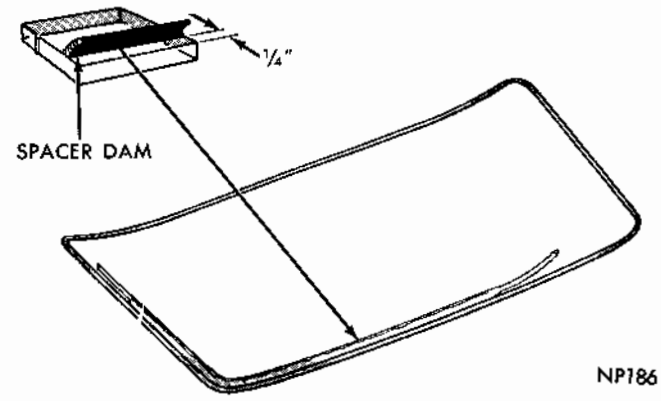
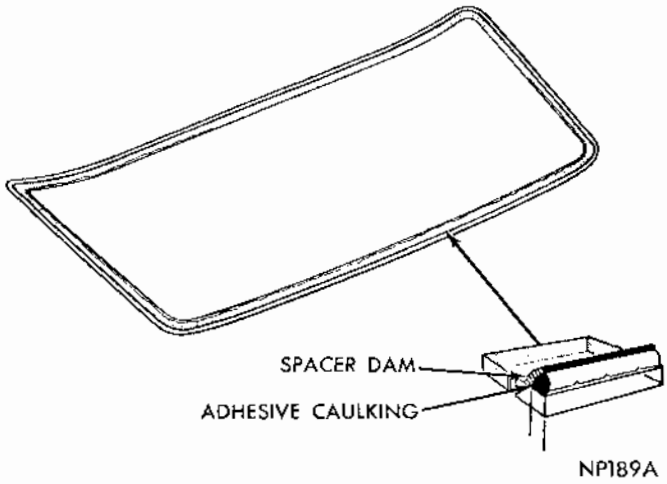
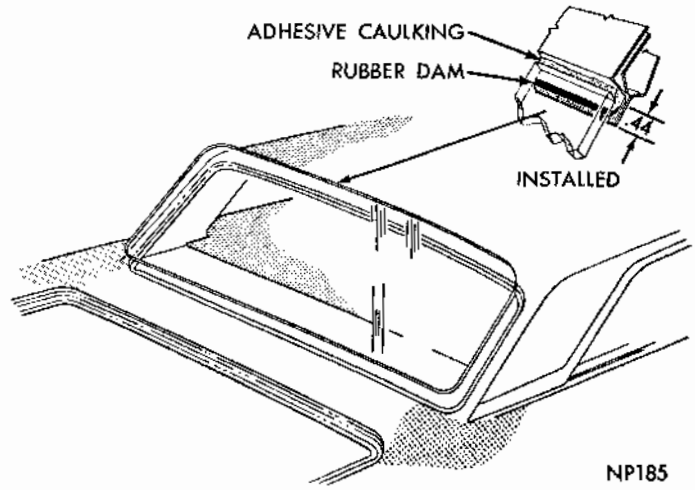

Fig. 2 Spacer Dam Installation
Fig. 3 Adhesive Application to Glass
Fig. 4 Window Installation
(2) Inspect rubber spacers in window reveals when replacement of spacers is required, make certain they are positioned in the exact areas removed from.
(3) Install spacer dam 1/4 inch from edge and positioned so it leans toward edge on glass inner suface (Fig. 2).
(4) Attach suction cups to glass outer surface and position glass in opening.
(5) Inspect relationship of glass to fence completely around opening. The spacer dam should fold under and create a cushion for the glass to rest on. The glass to body fence overlap (0.30 inch minimum) should be equal across the top and sides. Use waterproof shims under spacers to obtain required overlap.
(6) Apply a piece of masking tape over each side of glass and roof extensions. Slit tape vertically at edge of glass so when glass is installed, tape on glass can be aligned with tape on body.
(7) Remove glass from opening and place on a protected surface, with inside surface up.
(10) Insert adhesive tube into a standard household caulking gun, install nozzle on end of tube, and puncture adhesive seal at nozzle.
(11) Apply a smooth continuous 3/8 inch bead of adhesive on glass between glass edge and spacer dam (Fig. 3).
(12) When positioning glass in opening, alignment must be exact to prevent necessity of moving glass after adhesive contacts fence.
(13) With an assistant and using suction cups on glass **align tape on glass with tape on body, make certain glass will set on rubber spacers and install glass in opening (Fig. 4).**
(14) Press glass **lightly** to adhere adhesive to fence flange.
(15) Run a flat wooden or fiber tool around entire edge of glass to force adhesive into opening between edge of glass and reveal.
(16) Clean interior surface of glass. **Hand pressure to clean the glass interior suface after installing glass and before adhesive has set up may result in glass being pushed out of opening.**
(18) Install garnish and exterior mouldings, clean glass exterior surface and remove protective covers.